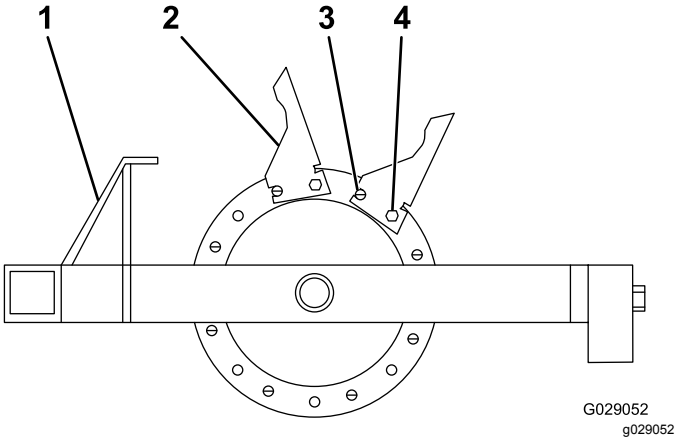

Figuur 20
1. Begin bij het buitenste gietstuk en monteer de tanden zoals afgebeeld in Figuur 20.
2. Monteer de 8 tanden op het gietstuk door middel van een rolpen en bouten (½" x 1¾"), en zorg dat de rolpen in de voorste stand staat (Figuur 20).